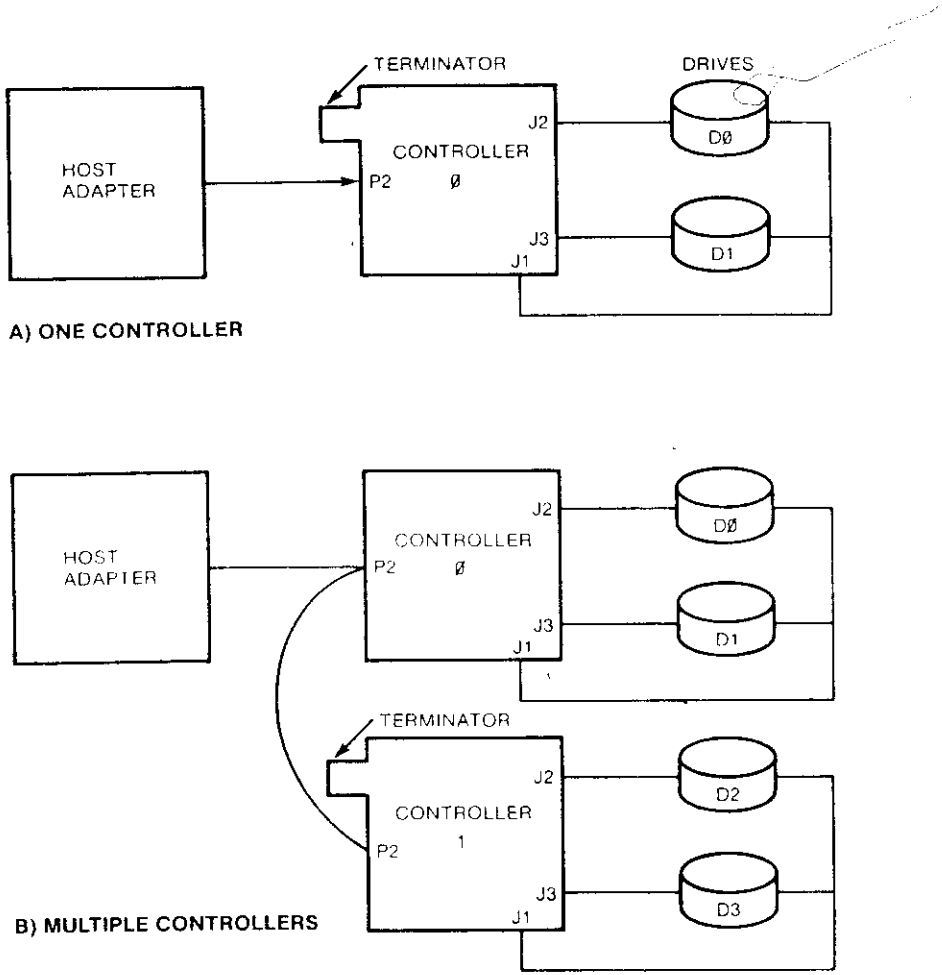

***FIGURE 3-2 OPERATING SETUPS***
A separate Controller is required for each additional pair of drives. Figure 3-2 shows two operating setups; (A) using one Controller and (B) using two Controllers. Notice the terminator (resistor pack) in both drawings. The terminator is at position 5J on the board; when multiple Controllers are used, the terminator must be installed only in the last board in the daisy chain.